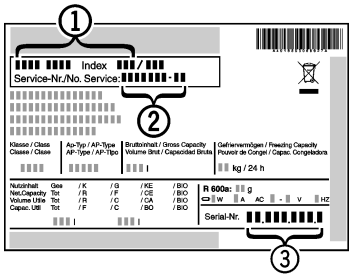

Fig. 9
▶ Read the appliance designation *Fig. 9 (1)*, service No. *Fig. 9 (2)* and serial No. *Fig. 9 (3)* off the type plate located inside the appliance on the left-hand side.
▶ Notify the customer service, specifying the fault, appliance designation *Fig. 9 (1)*, service No. *Fig. 9 (2)* and serial No. *Fig. 9 (3)*.